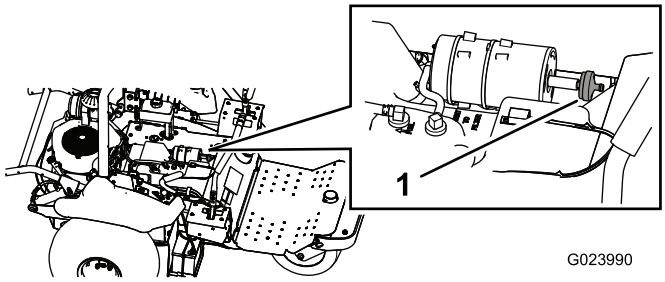

Figur 47
2. Tag filteret af kulfilterbeholderen (Figur 47).